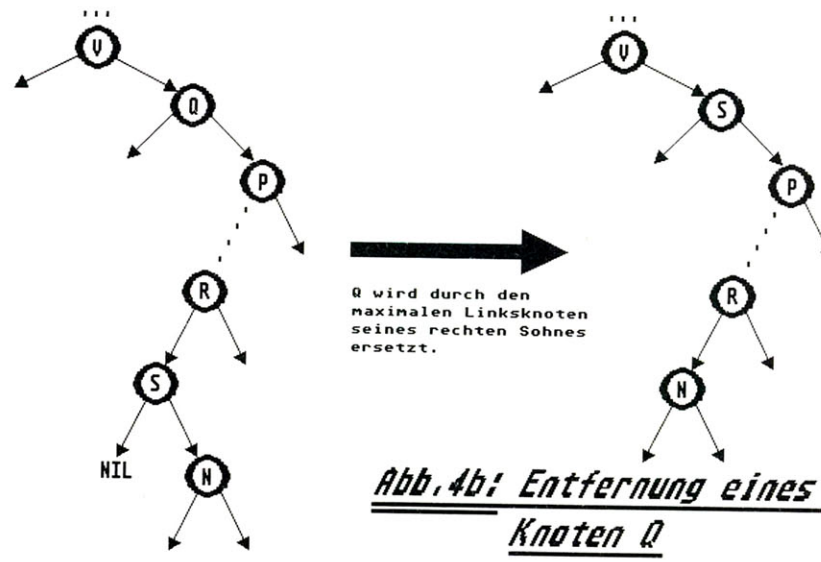

Abb.4b: Entfernung eines Knoten Q
Deshalb betrachten Sie bitte zunächst Abb.4b. **Q** stellt den Knoten dar, der herausgenommen werden soll. In diesem Fall ist **Q** durch den maximalen Linksnachfolger (S) seines rechten Sohnes (P) zu ersetzen.